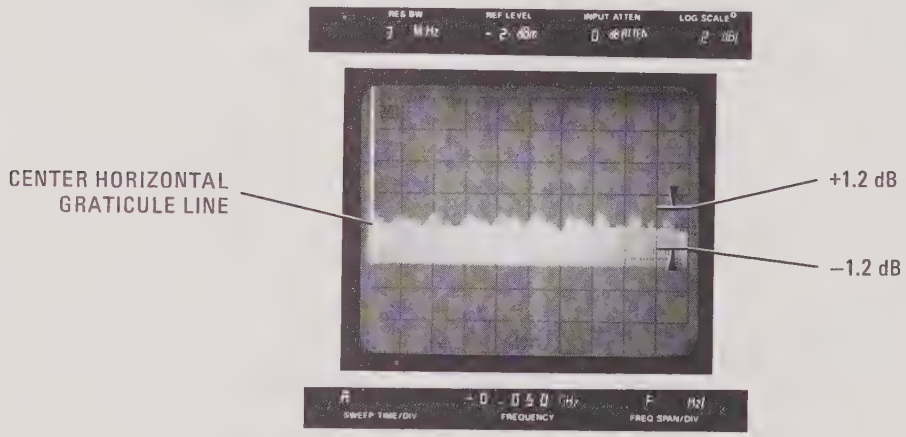

Figure 4-17. Typical Frequency Response, .01 to 1.8 GHz
f. Set spectrum analyzer PERSIST control fully clockwise. Set sweep oscillator for automatic internal sweep at slowest sweep time (100 seconds). Slowly adjust sweep oscillator sweep time vernier for display similar to that of Figure 4-17. Read greatest positive and greatest negative deviations from center horizontal graticule line. Frequency response (deviation from center horizontal graticule line) should not exceed ± 1.2 dB.